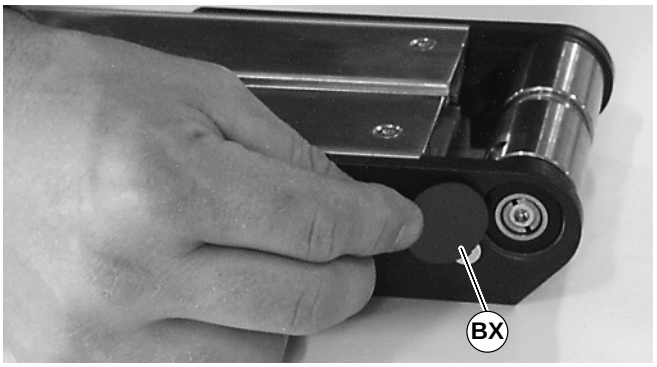

Abbildung 56
4. Lagerabdeckungen (BX siehe Abbildung 56) installieren.